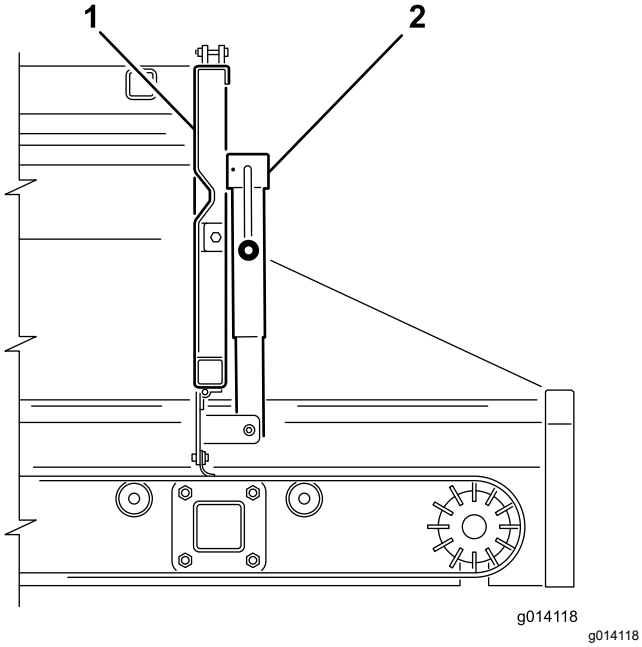
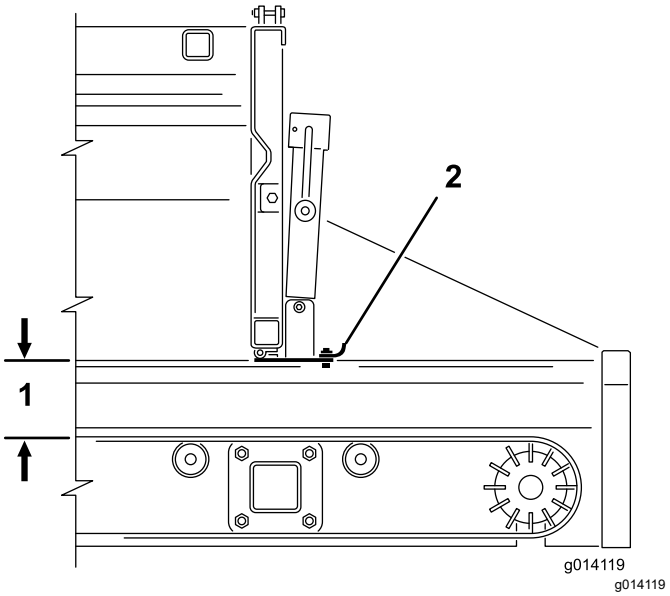

**Rysunek 43**
**Rysunek 44**
2. Użyj uchwytu podnośnika, aby otworzyć lub zamknąć regulowaną część klapy tylnej (Rysunek 43 i Rysunek 44). Ogranicza to przepływ materiału przy zastosowaniu osprzętu.